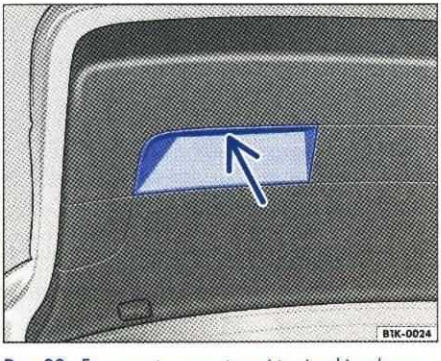

Rys. 33 Fragment wewnętrznej tapicerki pokrywy tylnej: uchwyt do domykania
– Chwycić jeden z uchwytów ⇒ rys. 33 (strzałka) w wewnętrznej tapicerce pokrywy tylnej ⇒ ⚠ i pociągnąć pokrywę w dół.